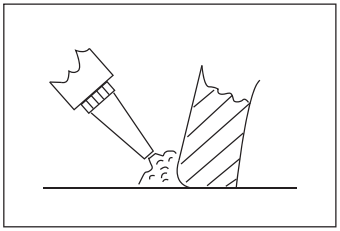

Рис. 3
3. Заделка стыка ***(рис. 3)***. Уплотните место стыка ножки унитаза с поверхностью пола герметизирующей (силиконовой) массой с тем, чтобы предотвратить попадание воды под основание унитаза и ее дальнейшее проникновение в плиты перекрытия. Избыток массы удалите шпателем или пластиной из пластика.